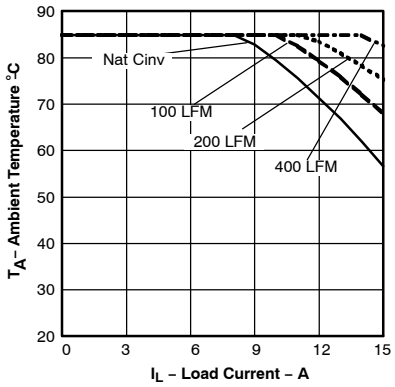
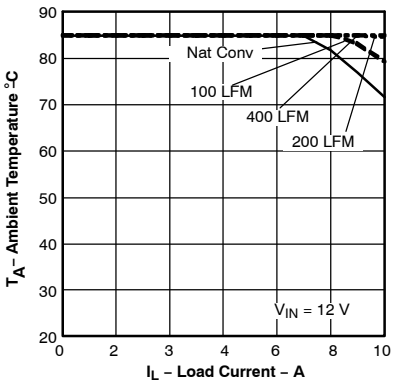

Figure 4.
Figure 5.
(2) The temperature derating curves represent the conditions at which internal components are at or below the manufacturer's maximum operating temperatures. Derating limits apply to modules soldered directly to a 4 in x 4 in double-sided PCB with 1 oz. copper. For surface mount packages (AS and AZ suffix), multiple vias (plated through holes) are required to add thermal paths around the power pins. Please refer to the mechanical specification for more information. Applies to Figure 4, and Figure 5.